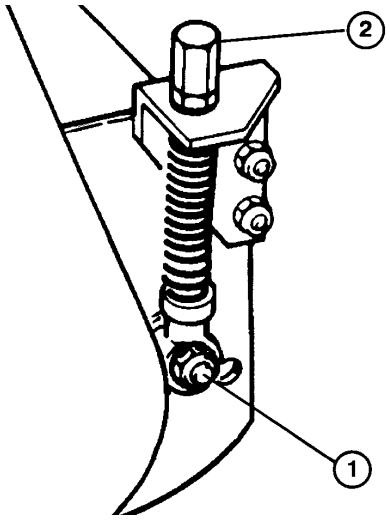

Fig. 1
B. Hvis det ikke er kontakt, løsnes låsemutteren på hver justeringsinnretning (fig. 1). Drei så hver justeringsknapp like mye med urviserne til du føler og hører at det er kontakt.
1. Lås hver klippeenhet i fast stilling (se klippeenhetens innstilling, fig. 1). Justér sylinderen og knivplaten og klippehøyden.